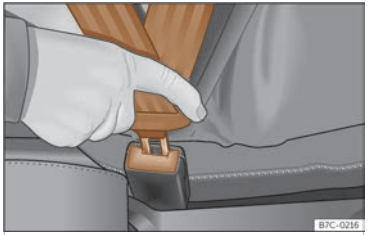

**Fig. 22** Insert the latch plate of the seat belt into the buckle.
- Insert the buckle plate in the buckle of the correct seat ››› **Fig. 22**.